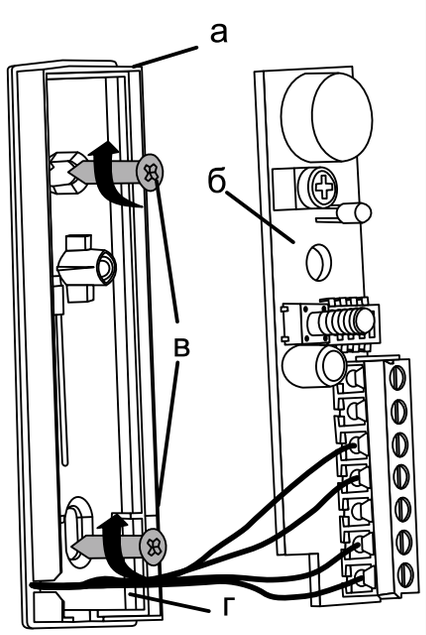

**Рис.3.**
3. Извлеките печатную плату (см. рисунок 3б) из основания извещателя (см. рисунок 3а).
4. Проведите кабели внутрь извещателя (см. рисунок 3г) и закрепите основание извещателя на защищаемой поверхности шурупами из комплекта поставки (см. рисунок 3в).